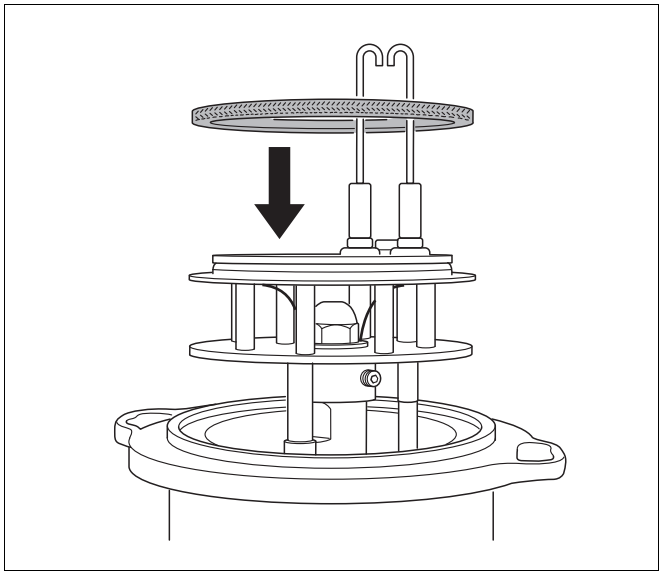

*Рис. 33 Установка уплотнения для горелок от 55 до 70 кВт*
- Для горелок от 55 до 70 кВт уплотнение сначала устанавливается на смесительную систему (Рис. 33).